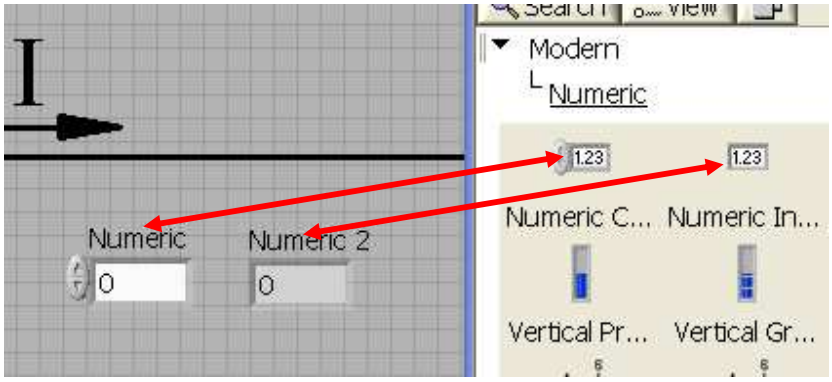

Rys. 4. Kontrolki i wyświetlacze
Po wybraniu ikony *Numeric* pojawi się zestaw narzędzi, który można podzielić na dwie zasadnicze grupy (Rys. 4):
- *Controls* – są to elementy wejściowe („kontrolki"), pozwalające na zadawanie wartości zmiennych (wprowadzania danych). Kontrolki mają możliwość edycji i zwykle są one wyposażone w elementy pozwalające na zmianę wartości wprowadzanych danych (strzałki obok pola „Numeric" na Rys. 4).
- *Indicators* – są to elementy wyjściowe („wyświetlacze"), które pozwalają na wyświetlenie wyników obliczeń, wykresów itp. Dane wyświetlane w tych elementach nie podlegają edycji – użytkownik nie może zmienić ich wartości (pole „Numeric2" na Rys. 4).